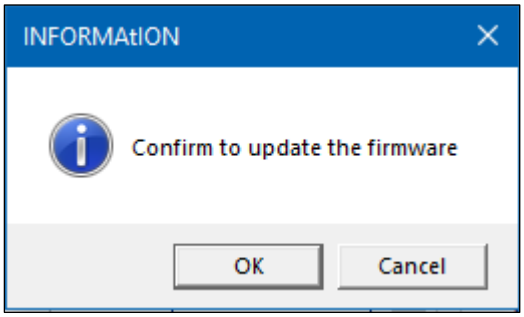

Figure 30. Confirm to Update Firmware Pop-Up
5. When the following confirmation message pops up as shown in Figure 30 below, click **OK** to start the firmware update process.